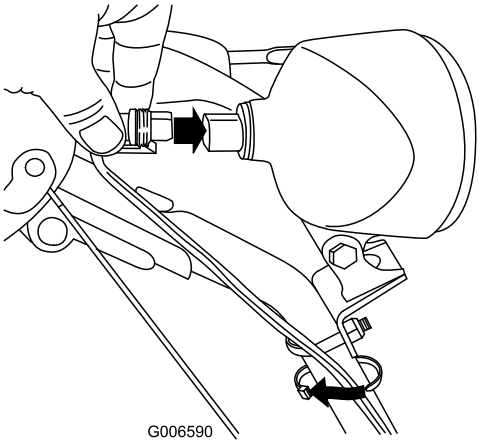

Bild 60
6. Setzen Sie den Kabelanschluss hinten am Scheinwerfer gerade ein, bis er fest sitzt (Bild 60).